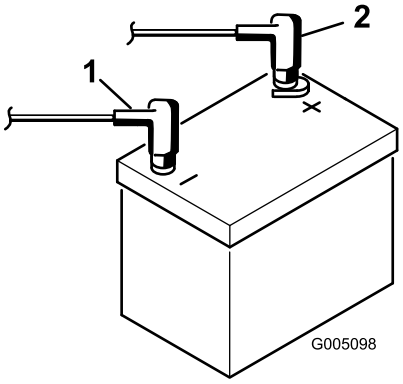

**Figur 4**
7. Anslut den röda pluskabeln till plusanslutningen (+) och den svarta minuskabeln till minusanslutningen (–) på batteriet, och fäst kablarna med bultar och muttrar (Figur 4). Se till att plusanslutningen (+) går ända upp till polen och att kabeln sitter tätt emot batteriet. Kabeln får inte vidröra batterilocket.